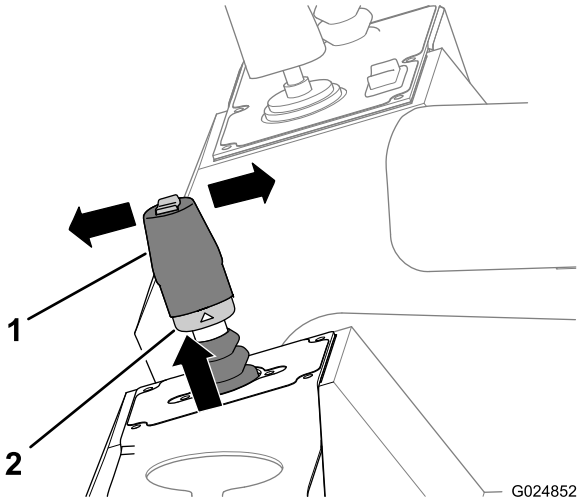

Bild 47
2. Heben Sie den Arretierring an, der sich unten am Joystickgriff befindet (Bild 47).
- Bewegen Sie den Hebel nach vorne (zur Front der Maschine), um mit der Maschine vorwärtszufahren (Bild 47).
- Bewegen Sie den Hebel nach hinten (zum Heck der Maschine), um mit der Maschine rückwärtszufahren (Bild 47).
4. Lassen Sie den Arretierring und den Hebel los (Bild 47).
5. Stellen Sie den Hebel wieder in die Neutral-Stellung, um die Maschine anzuhalten (Bild 47).